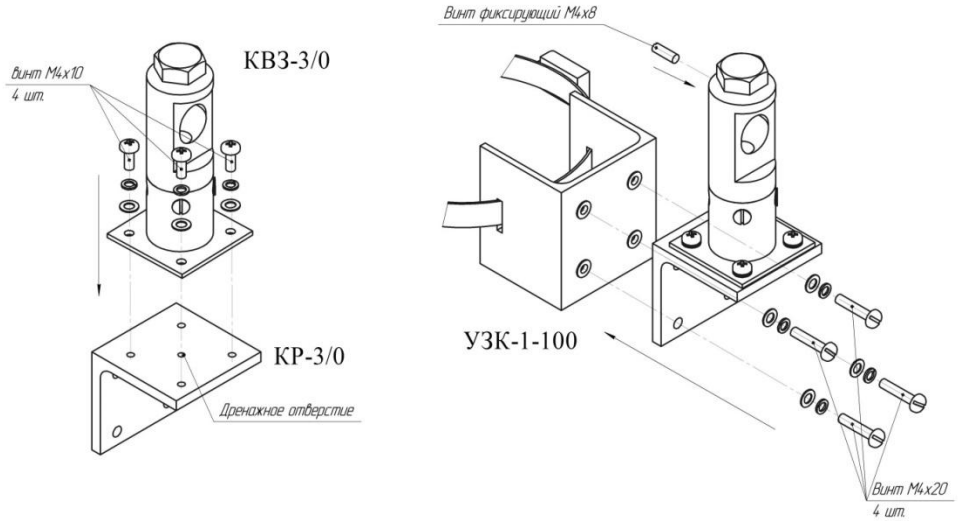

Рис. 10.3
10.4.3 На опоре с помощью болтов, гаек и шайб устанавливается необходимый УЗК для одного БПРМ (БПРД) (см. табл. 10.2). Высота установки определяется оперативно-тактическими соображениями и конкретными условиями. Ориентировочная высота установки БПРМ (БПРД) 0,8…1,4м от усредненной поверхности земли (пола) до нижней части БПРД(БПРМ). Пример установки на опоре УЗК-1-100 см. на рис. 10.3.